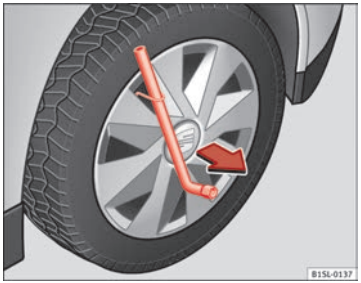

Fig. 141 Removing the full hubcap
- Insert the wheel brace onto the wire hook ⇒ Fig. 141 and pull the hub cap in the direction shown by the arrow.